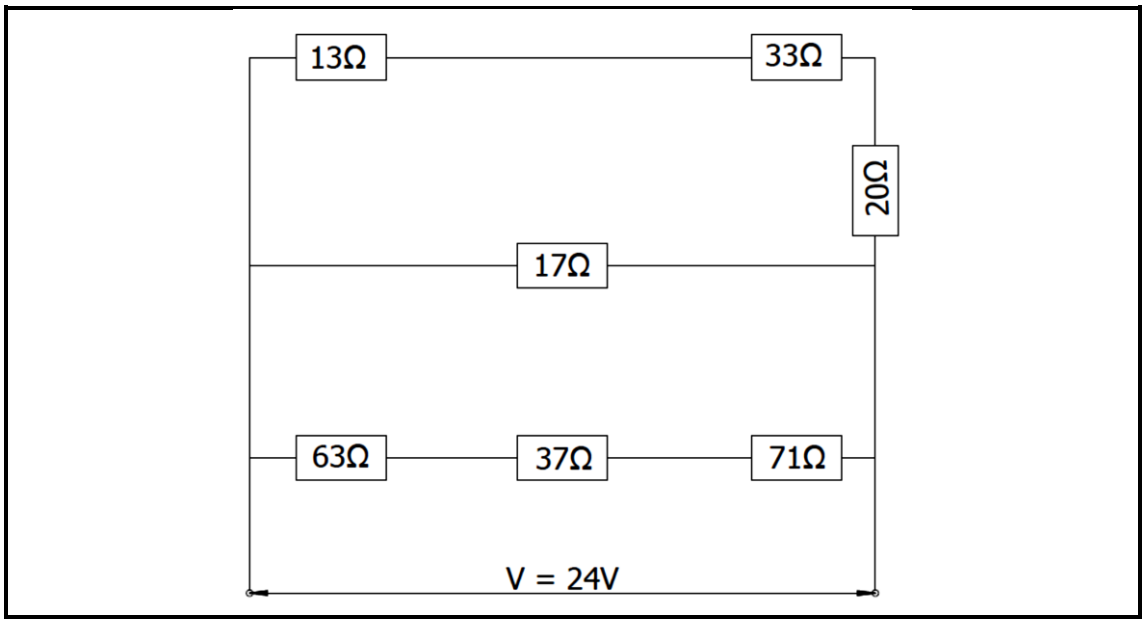

FIGUUR 4
5.3 FIGUUR 4 toon 'n parallelkring.